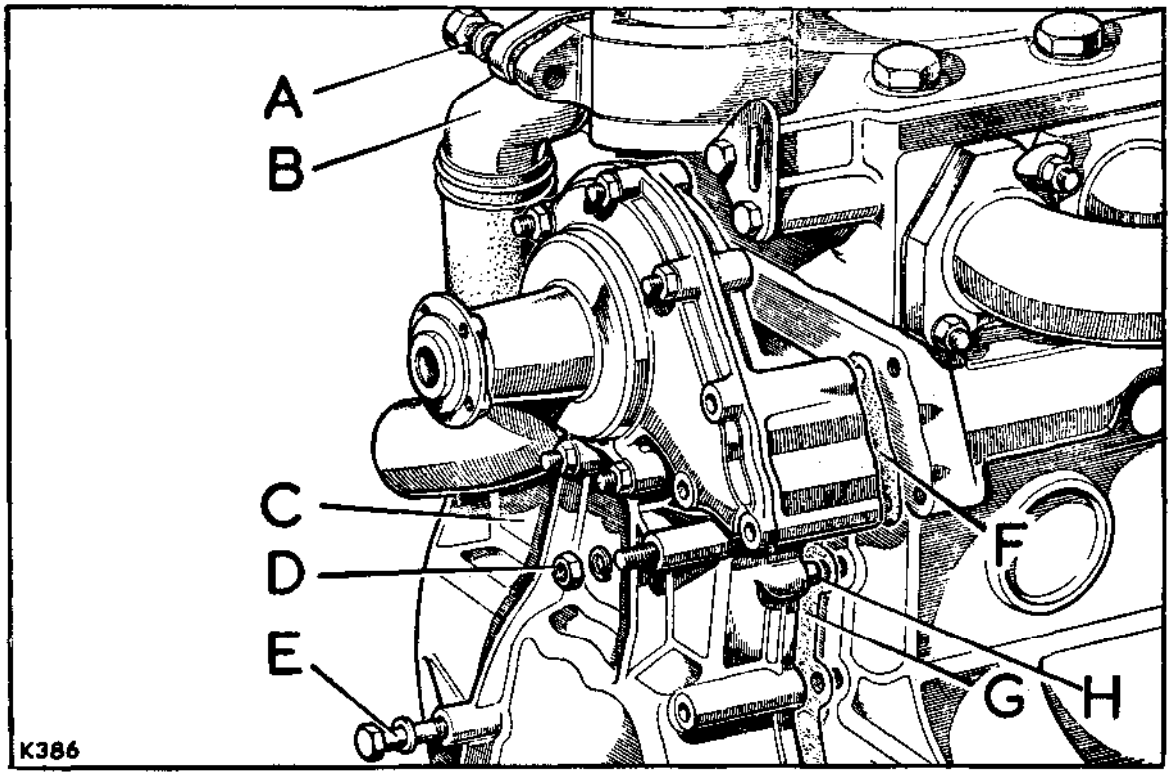

**Fig. A1-94. Front cover and bracket fixings**
3. Continue the refitting by reversing the removal procedure, noting that the front cover is located to the cylinder block by dowels. Fig. A1-94 refers.
5. Fit the by-pass pipe to thermostat housing fixings. Fig. A1-94 refers.